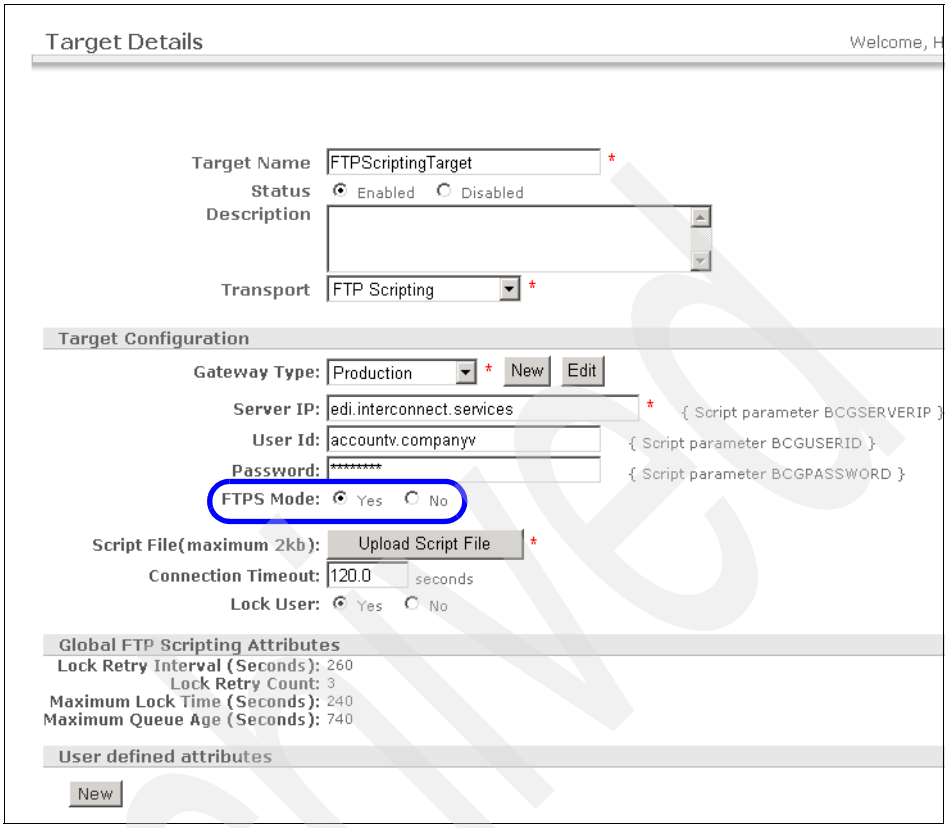

Figure 13-24 Updating the FTP Scripting Receiver configuration for secure mode.
3. Select **Yes** for FTPS Mode, as shown in Figure 13-24 on page 447.